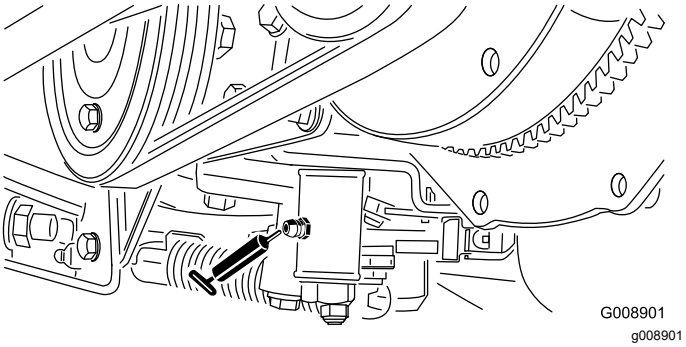

**Figur 60**
- Justeringsmekanism för neutralläge (Figur 60)